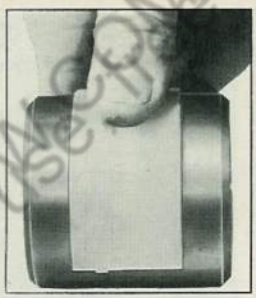

Fig. 26 Spreading Bearing on Mandrel. See Instructions
1. Assemble piston to connecting rod with step head and "T" slot on piston opposite oil spray hole in rod (Fig. 26).
(b) Place bearing on mandrel and press down firmly as shown in Fig. 26.